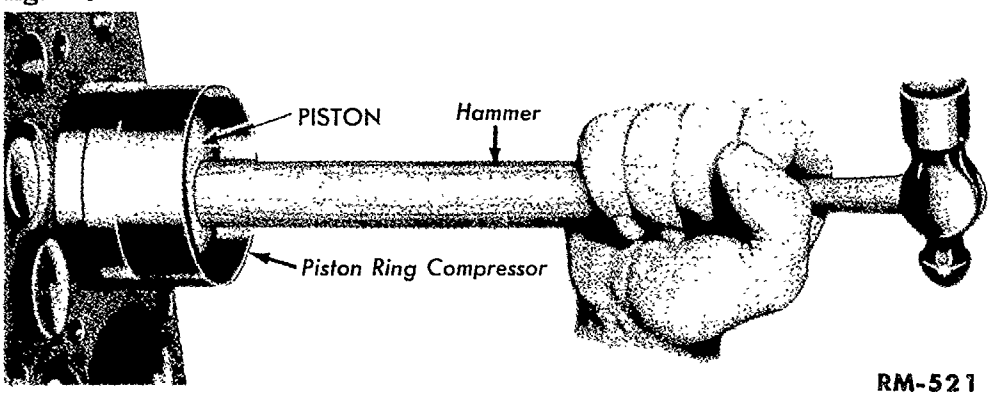

Fig. 44—Installing Connecting Rod and Piston Assembly
c. Install Connecting Rod and Piston Assembly. Place number one connecting rod and piston assembly in number one cylinder with the notch in top of piston facing toward front of the engine. Oil squirt hole in connecting rod can face either way. Install a piston ring compressor on piston rings, and tap piston down into the cylinder with the handle end of a hammer. Fig. 44.